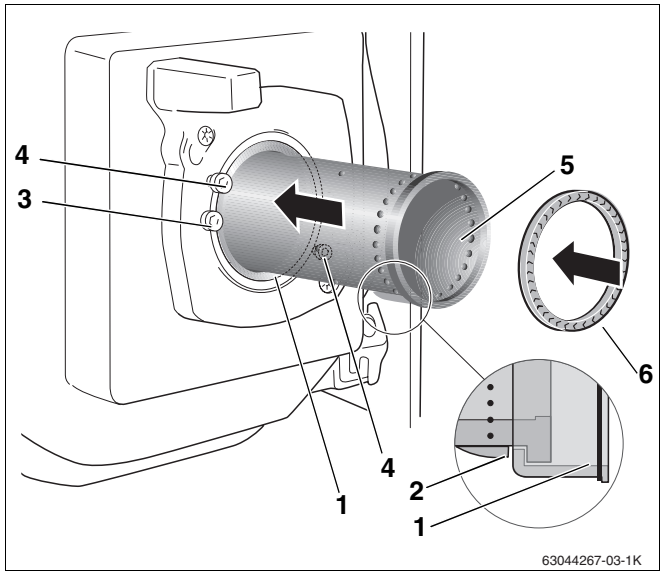
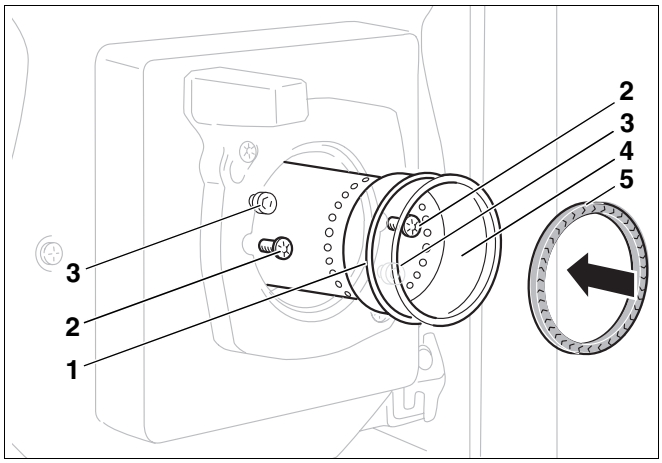

Abb. 32 Brennerrohr austauschen
Abb. 33 Brennerrohr austauschen
- Brennerrohr (Abb. 32, **Pos. 5**) in das Stützrohr einsetzen. Führen Sie dazu das Brennerrohr über die Nase (Abb. 32, **Pos. 2**) hinweg bis gegen den Anschlag des Stützrohrs. Die Nase des Brennerrohrs muss dabei nach unten zeigen und einrasten (Abb. 32, Lupe).
- Neue Dichtung (Abb. 32, **Pos. 6**) einsetzen.
- Die beiden Befestigungsschrauben (Abb. 33, **Pos. 2**) lösen.
- Altes Brennerrohr (Abb. 33, **Pos. 4**) herausnehmen.
- Neues Brennerrohr (Abb. 33, **Pos. 4**) und O-Ring (Abb. 33, **Pos. 1**) einbauen.
- Vor dem Einbau des Brenners die Dichtung (Abb. 32 oder Abb. 33) zwischen Mischsystem und Brennerrohr prüfen.
- Dichtung (Abb. 32 oder Abb. 33) in das Brennerrohr einsetzen.
- Den Brenner auf die beiden Schrauben im Brennerflansch (Abb. 32 oder Abb. 33) aufsetzen.
- Linksdrehung bis zum Anschlag und die Befestigungsschrauben (Abb. 32 oder Abb. 33) wieder anziehen.